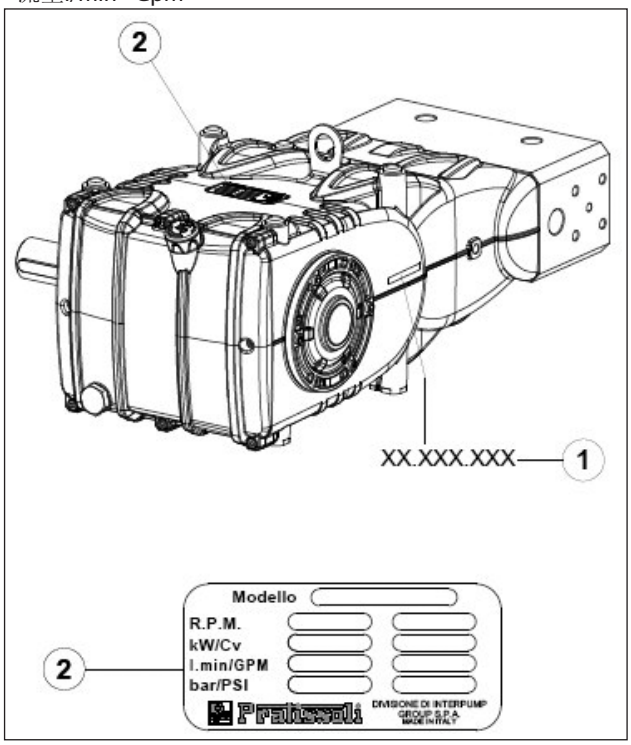

图 1
每个泵浦图 1均带有自己的系列号XX.XXX.XXX，请查看位置①以及识别标牌，请查看位置②，上面标有：